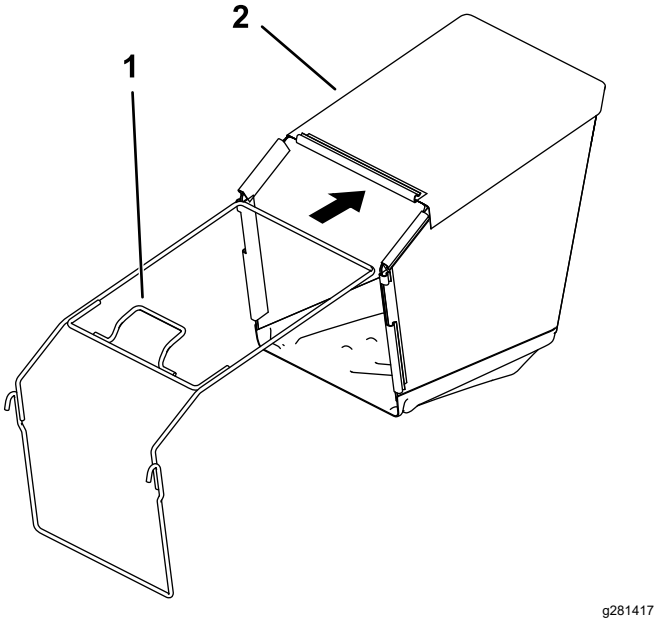

Rysunek 6
2. Włóż ramę do worka na trawę tak, aby uchwyt był na zewnątrz worka (Rysunek 6).